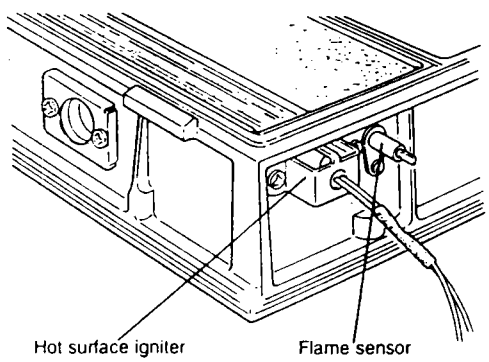
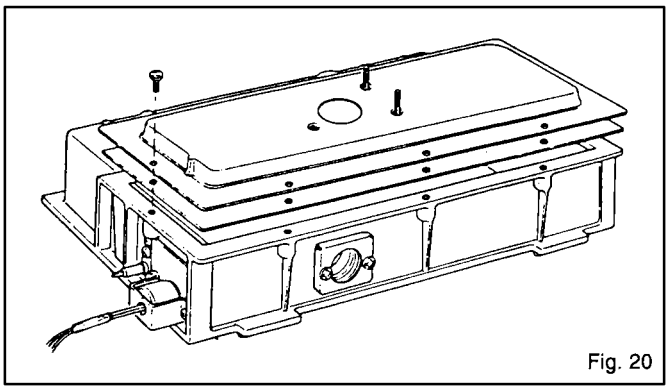

Fig. 19
Fig. 20
b) The igniter assembly is retained by two M5 pozi drive screws. Remove screws and carefully remove old igniter, if the igniter has become damaged, invert the combustion chamber and shake gently to allow damaged segments to be removed from the chamber. See Fig. 19.
b) Remove screw retaining sensor and withdraw from the combustion chamber. See Fig. 19.
b) Remove hot surface igniter, flame sensor. Fig. 19 and burner Fig. 20.
b) Remove 8 M5 screws retaining burner to the combustion chamber. Fig. 20.